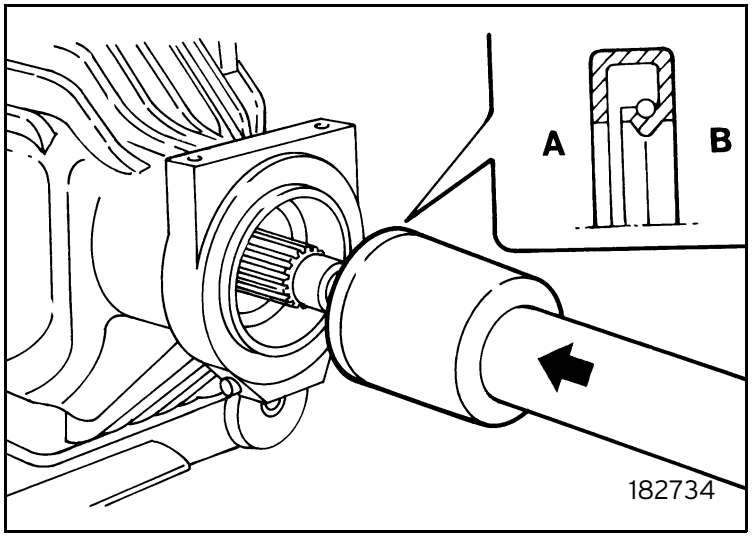

Fig. 34
- Fit the inner seat with a suitable block (figure 34).
- Use a block to fit the inner seal (see figure 34).